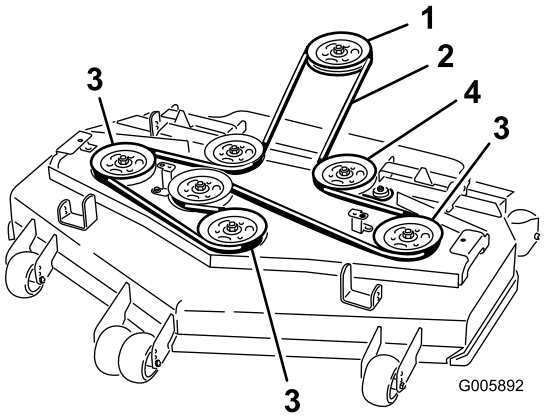

Figur 60
6. Monter den nye rem på remskiverne (Figur 60).